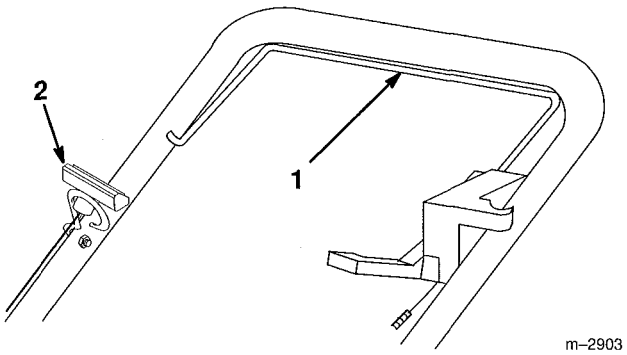

Figure 11
4. Squeeze control bar against handle (Fig. 11).
5. Pull starter handle (Fig. 11) lightly until resistance is felt, then pull sharply. Let rope return to handle slowly.
2. Pull starter handle (Fig. 11) lightly until resistance is felt, then pull sharply. Let rope return to handle slowly.